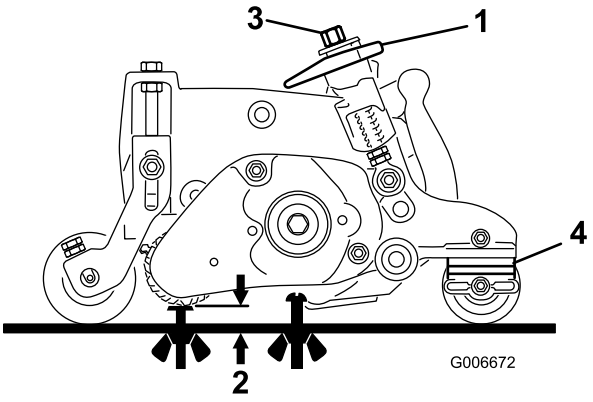

Figure 44
1. Vérifiez que le groomer est réglé à la hauteur de brossage (HDG) voulue (Figure 44).